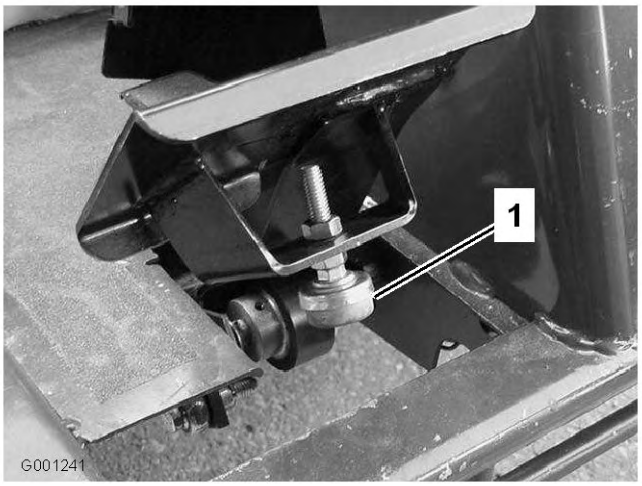

Figur 67
1. Kontroller justeringen af traktionspedalstoppet. Pedalstoppet (Figur 67) skal berøre rammen let, før pumpen når sin fulde vandringslængde.